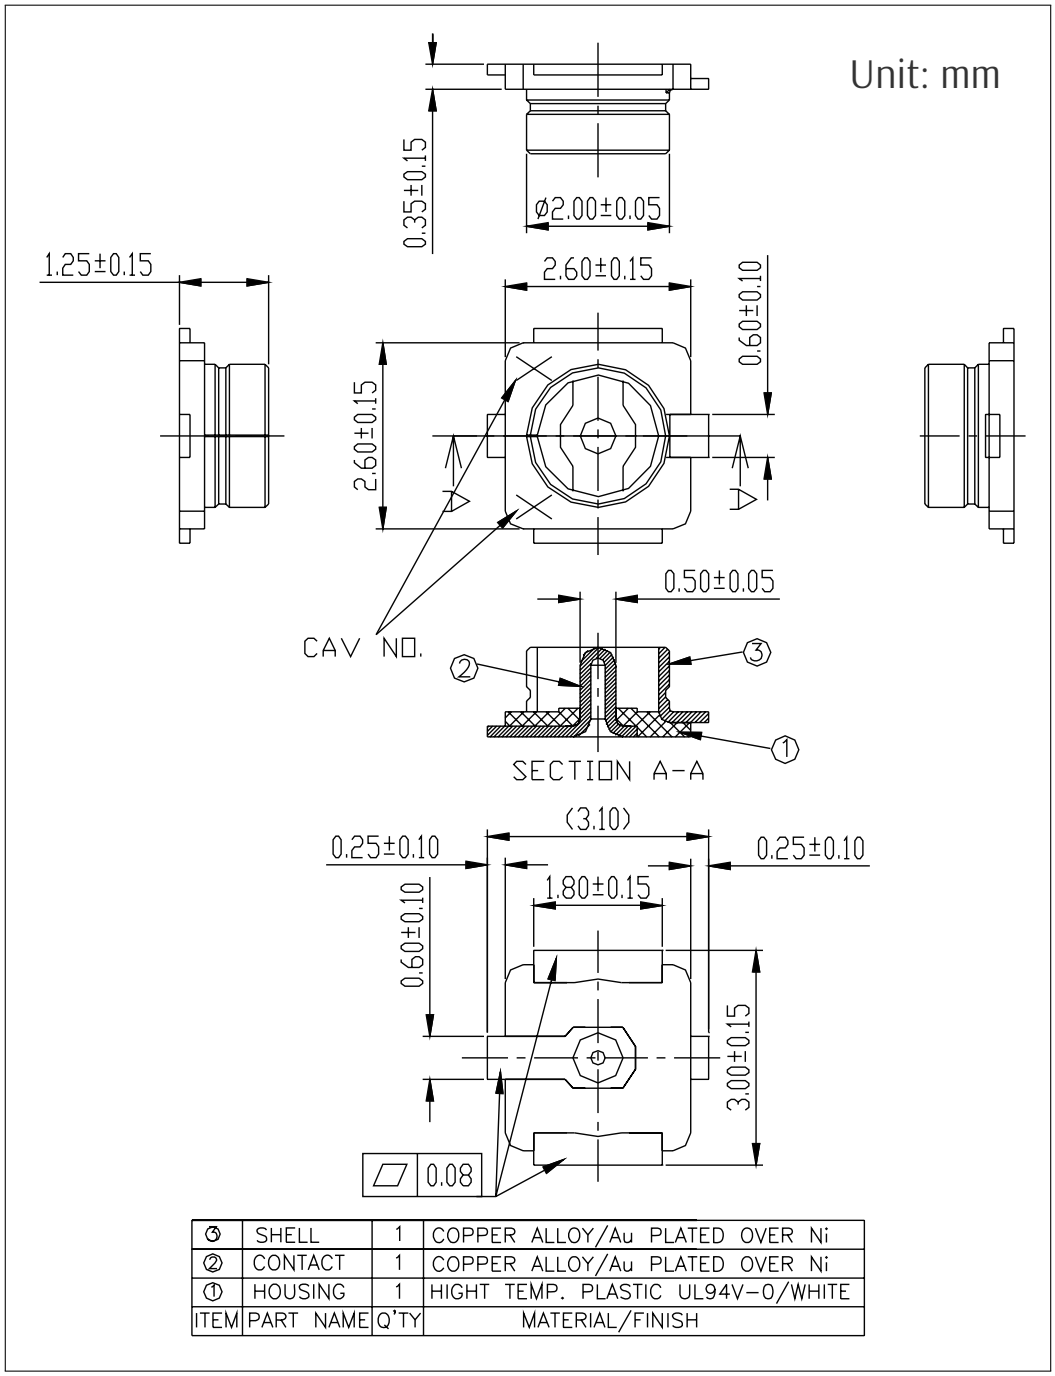

图 10-3. 外部天线连接器尺寸图
ESP32-C5-WROOM-1U 采用图 10-3 外部天线连接器尺寸图 所示的第一代外部天线连接器，该连接器兼容：
- 接口规格与模组天线连接器接口匹配，参考图 10-3 外部天线连接器尺寸图